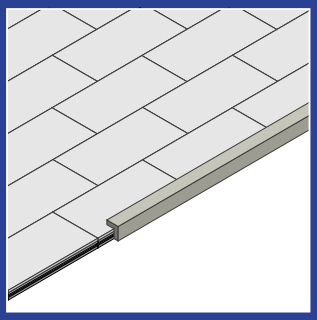

Fig. 1
5. Nel caso di mancanza di prodotto fare attenzione che l'ultima fila sia zavorrata (vedi Fig. 1)